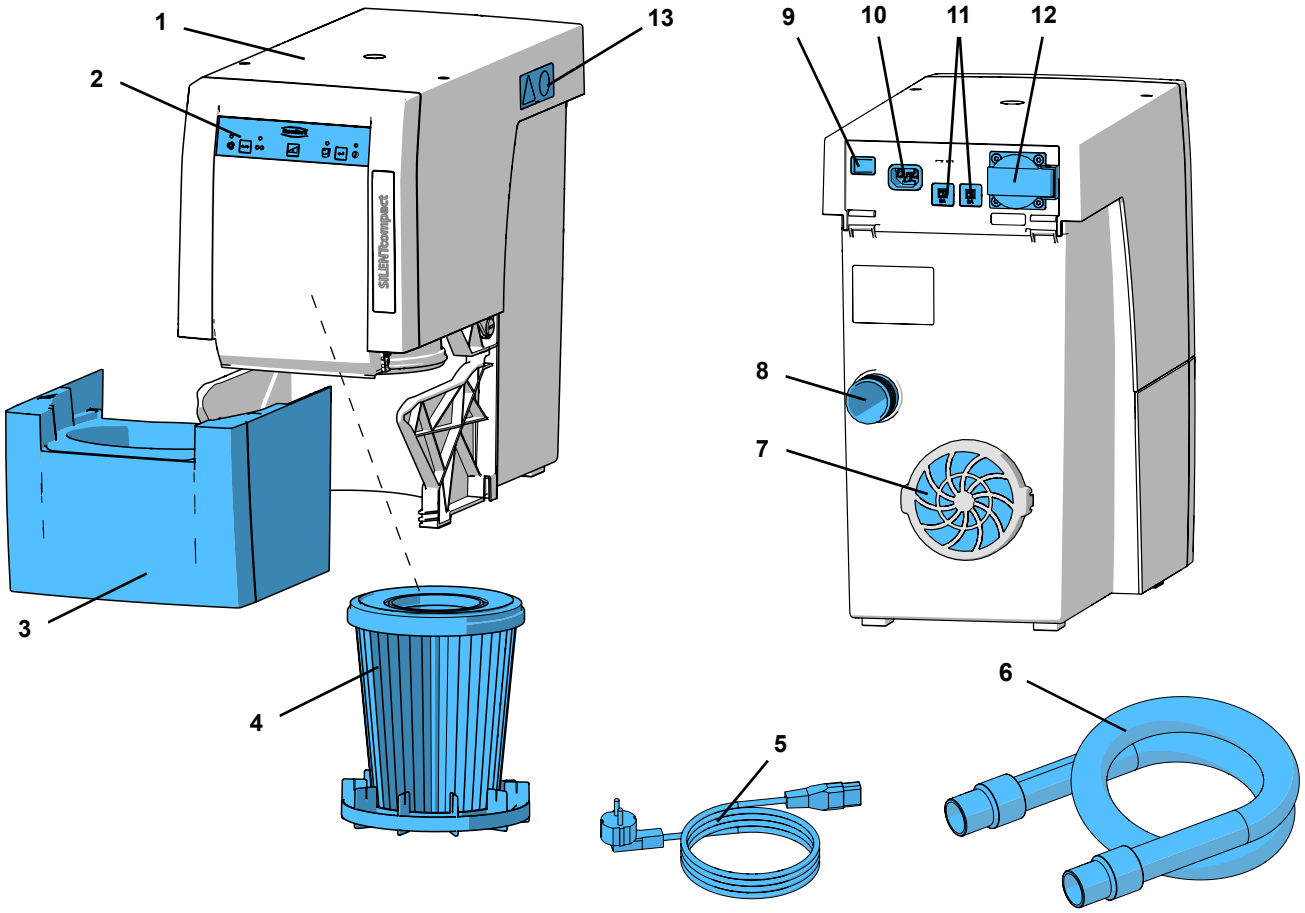

图 1
• 排气孔不能被堵塞 (7, 图 1)。
⇒将电源线（5, 图1）与电源（10）连接。
⇒将吸尘管（6, 图 1)连接在吸尘端口（8）上。